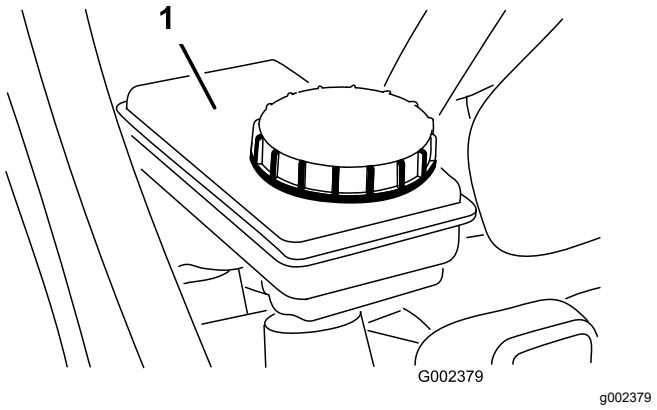

Figura 57
5. Certifique-se de que o nível do fluido está ao nível da linha de Cheio indicada no reservatório (Figura 57).
6. Se o nível de fluido for baixo, limpe a zona em torno da tampa, retire-a, e encha o reservatório até atingir o nível adequado com o fluido de travões especificado (Figura 57).